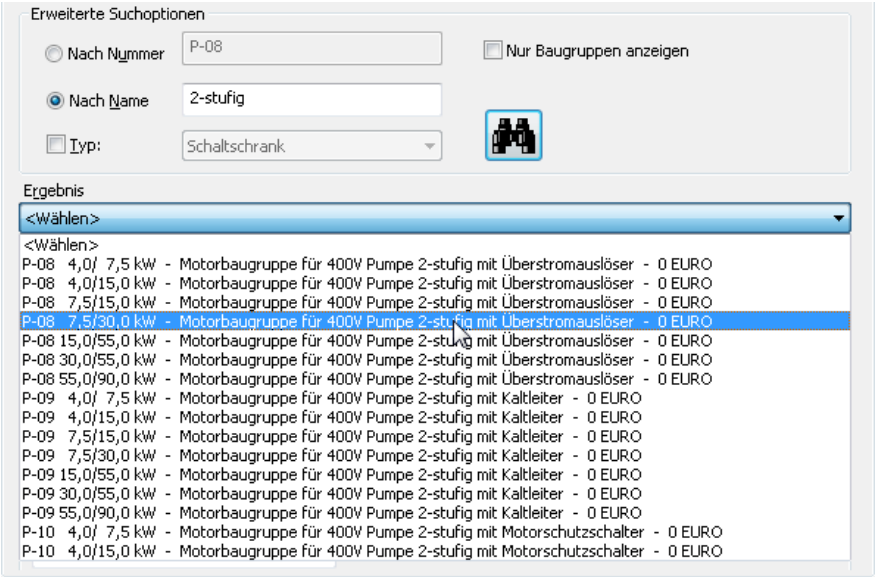

Bild 29.18 – Produkt, Suche nach Namen
- Wenn Sie den Namen des Produkts kennen, so aktivieren Sie die Option *Nach Name*. Tragen Sie in das Editierfeld die Kurzbezeichnung ein. Auch hier werden Teile des Namens gefunden, beispielsweise **2-stufig** oder auch **SI-Automat**. Mit dem *Fernglas* erhalten Sie wiederum nur die Produkte, die diesen Teilstring aufweisen (Abb. 29.18).